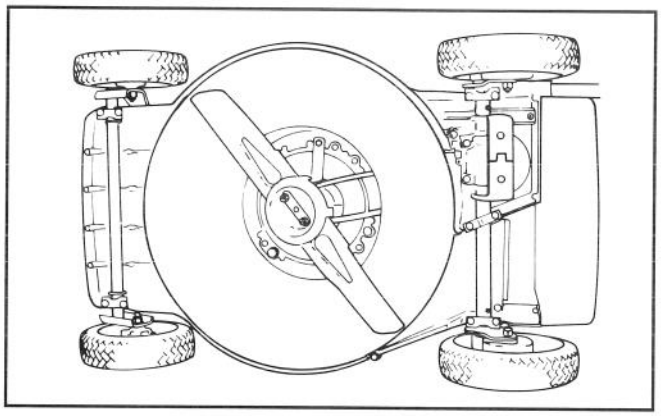

Abbildung 31
2. Den Mäher auf die rechte Seite kippen (Abb. 31). Drehen des Mähmessers vermeiden, da das zu Startproblemen führen könnte.